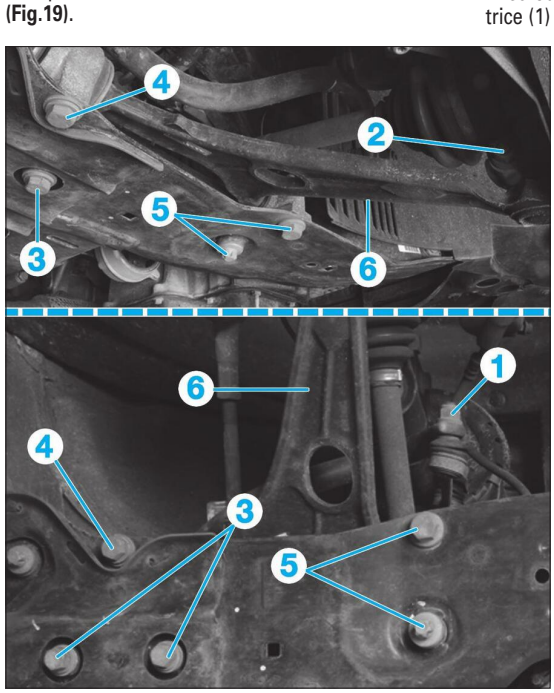

**Fig. 21**
- l'écrou de la rotule de biellette de barre stabilisatrice (1) **(Fig.21)**.